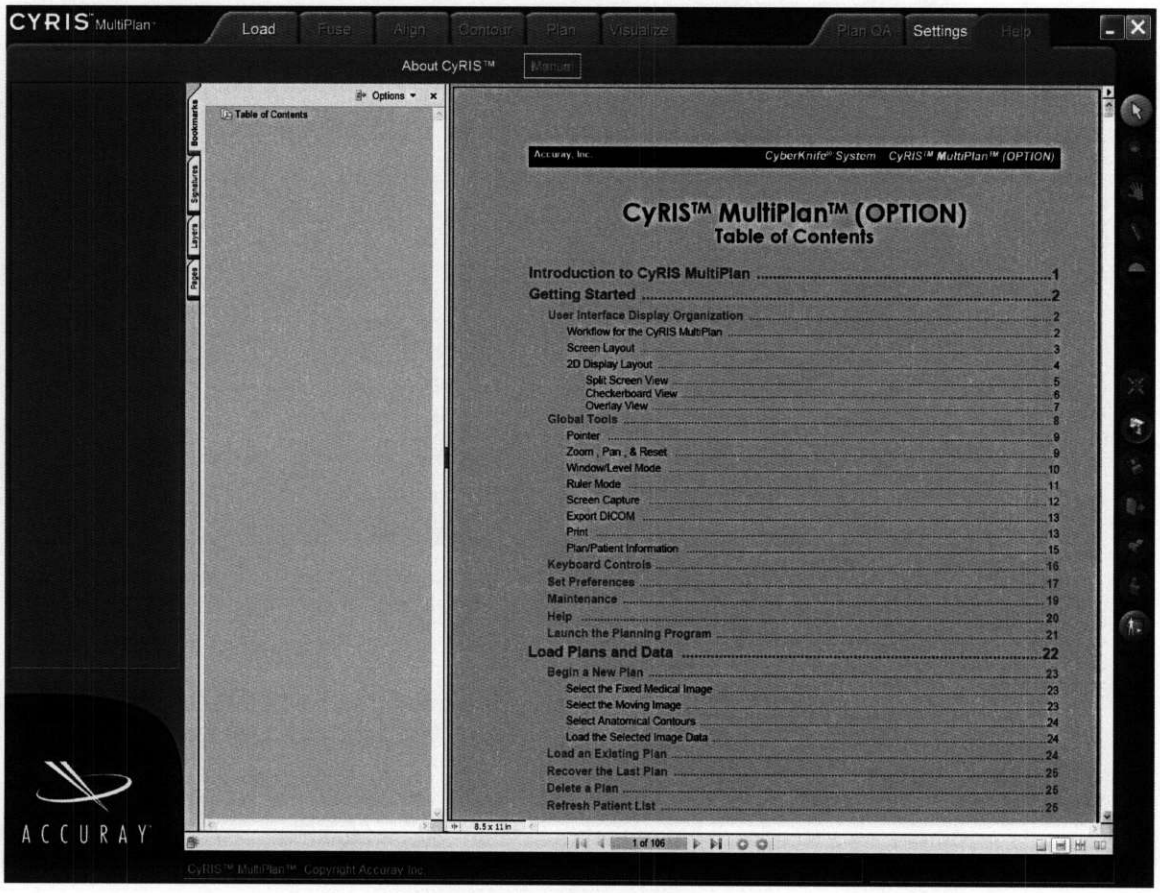

**Figure 18 User's Manual**
**Step 1.** Gives you access to an on-line version of this Manual (*see, Figure 18 User's Manual, page 26*). The manual is in PDF format. The bookmarks give a tree-structure on the left that you can use to search for manual sections. Because of the limitation of Adobe Acrobat Reader, an instance of a stand-alone Acrobat Reader will conflict with the Manual screen of CyRIS MultiPlan. Please do not use Adobe Acrobat Reader when CyRIS MultiPlan is running.